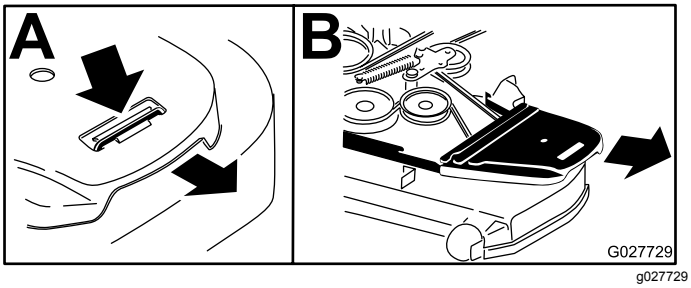

Figur 60
4. Fjern remdekslene (Figur 60).